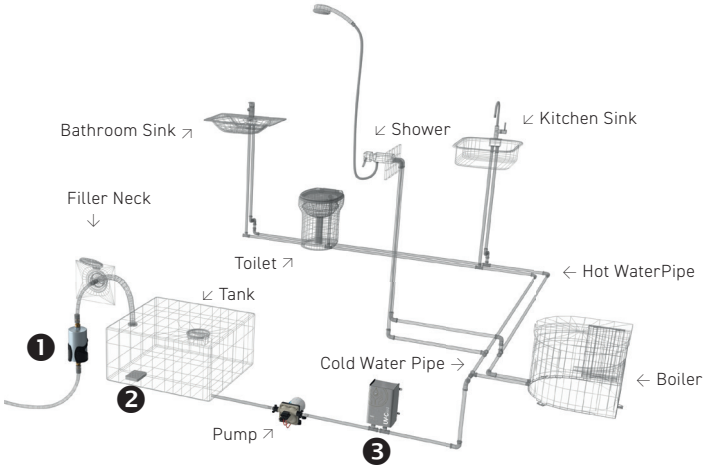

Figure 1: Installation Recommendation in a Mobile Freshwater System
How these risks can be excluded is shown in Figure 1, a practical example of how a freshwater system can be operated holistically hygienically. As a first step, we rsafemmend pre-filtration ❶ (herer: WM Filter), as well as preservation of the water (here: Silvernet Flex) ❷. The preservation extends over the entire freshwater system and reduces re-contamination or additional contamination of the water during storage. Then the water passes through the UV unit and is freshly disinfected at the point of water withdrawal ❸.